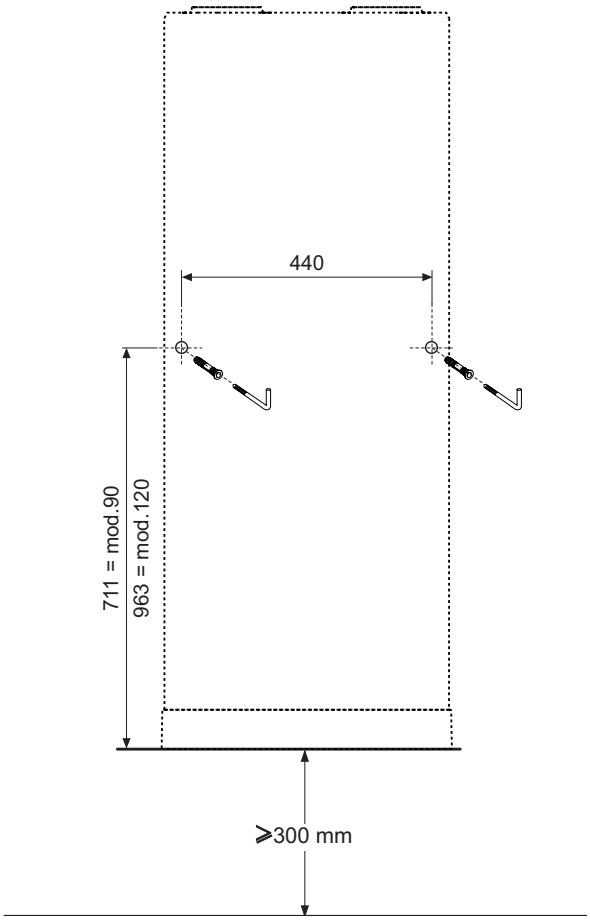

Abb. 50 - Angabe der Bohrung
- Bohren Sie die Löcher entsprechend den Angaben in Abb. 50.